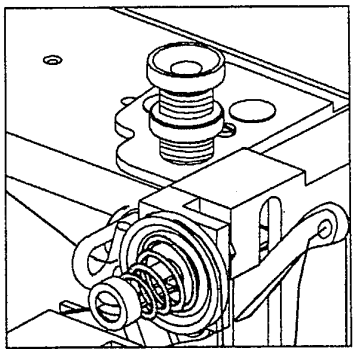

Fig.6
10、ADJUSTMENT OF PRESSER PRESSURE (Fig.6)